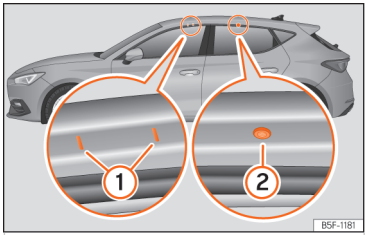

**Fig. 197** Mounting points for the roof bars for the roof rack (Leon).
*Valid for Leon:* The front and rear attachment points (1) and (2) are only visible when the doors are open ››› **Fig. 197**.